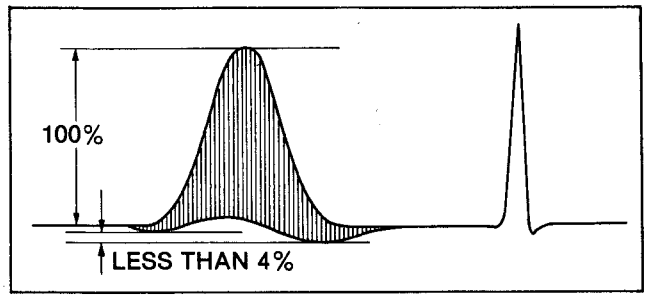

Figure E27
3. Confirm Y/C timing so that the "A" portion is less than 4% as shown in Figure E27.